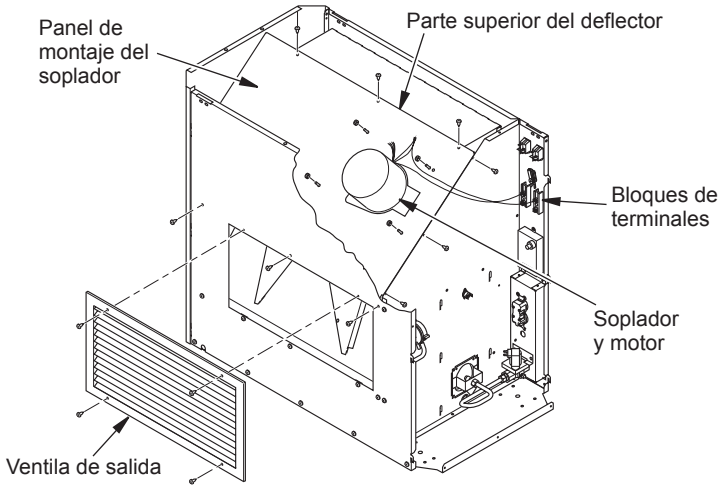

Figura 11 - Desmontaje del ensamble de motor y soplador
2. Retire los 4 tornillos que sujetan la ventila de salida al panel anterior (consulte la figura 11, en la página 15).
4. Retire los 9 tornillos que sujetan el panel de montaje del soplador (consulte la figura 11, en la página 15). Levante la parte superior del deflector y saque todo el conjunto del calentador con cuidado.